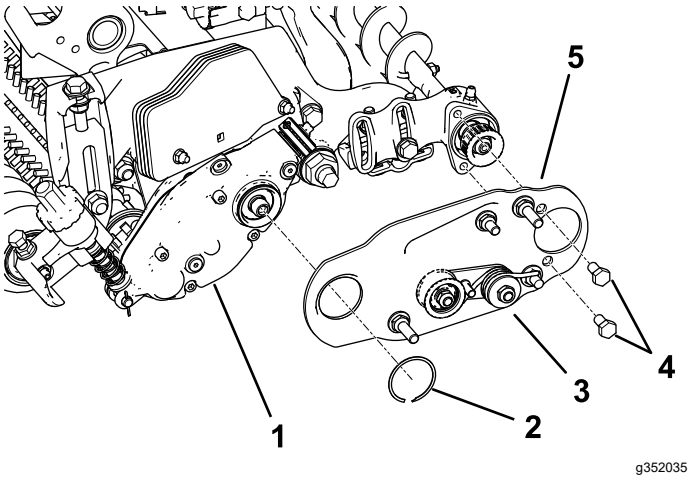

Bild 12
3. Montieren Sie die linke oder rechte Schwenkplatte der Rollenbürste (Bild 12).
Hinweis: Stellen Sie sicher, dass die Spannscheibe unten befestigt ist, wie in Bild 12 abgebildet.
4. Schmieren Sie die zwei Schrauben (5/16" x ½") mit Gewindesperrmittel ein und montieren Sie die Bürstenplatte am Lagergehäuse der Rollenbürste mit diesen Schrauben (Bild 12).
5. Befestigen Sie die Bürstenplatte mit dem Haltering am Rollenbürstengehäuse (Bild 12).